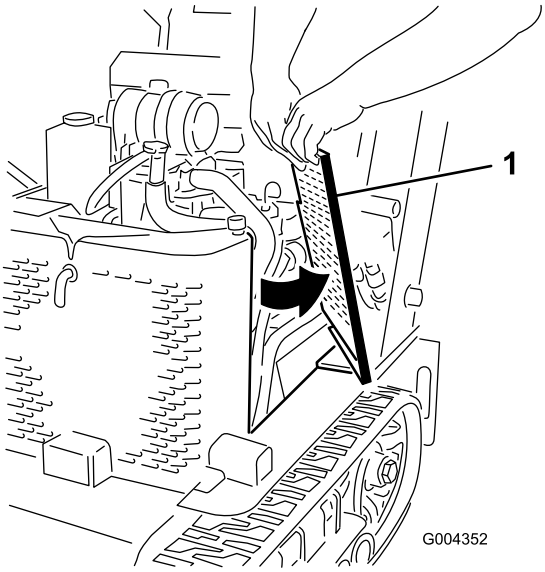

Figur 29
2. Skjut sidoskärmarna (Figur 29) uppåt och ut ur skårorna i frontskärmen och ramen.